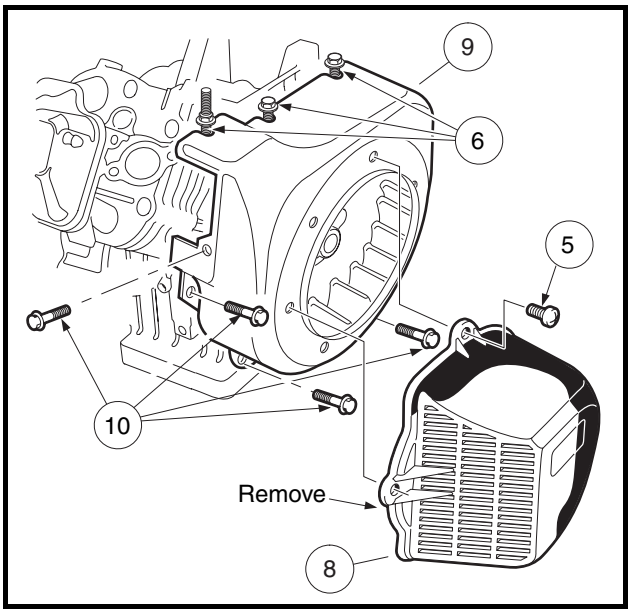
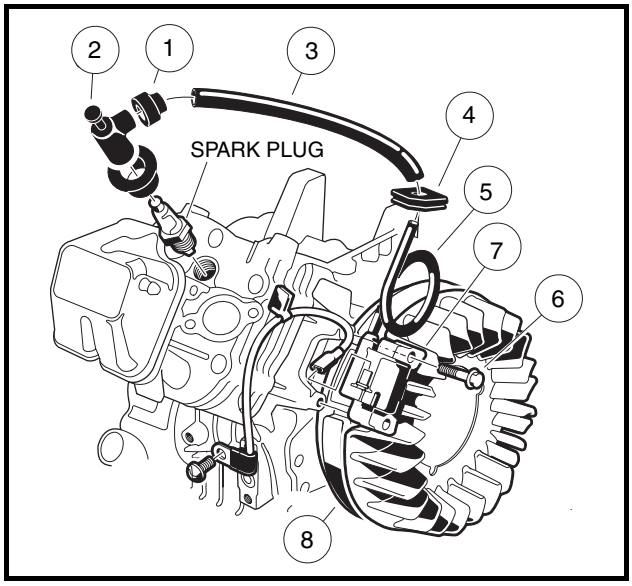

Figure 12-27 Fan Housing Removal
Figure 12-29 Spark Plug Wire
5. Remove the pan-head bolts (5) securing the fan shroud (8) to the fan housing (9) **(Figure 12-27, Page 12-26)**.
6. Loosen, but do not remove, the three bolts (6) attaching the fan housing as shown **(Figure 12-27, Page 12-26)**.
7. Remove the remaining four bolts (10) attaching the fan housing as shown **(Figure 12-27, Page 12-26)**, then while opening the housing, detach the spark plug wire grommet (4) from the housing **(Figure 12-29, Page 12-27)**.
1. Remove the rubber gasket (1) on the plug cap (2) by rolling back the gasket onto the spark plug wire **(Figure 12-29, Page 12-27)**.
2. Remove the cap (2) from the wire by turning the cap counterclockwise three or four revolutions while gently pulling it off the wire.
14. Install the four remaining flange bolts that secure the fan housing to the engine crankcase. Tighten all seven mounting bolts to 90 in-lb (10.2 N·m) **(Figure 12-27, Page 12-26)**.
16. Install the fan shroud with four pan-head bolts (5). Tighten to 50 in-lb (5.7 N·m) **(Figure 12-27, Page 12-26)**.